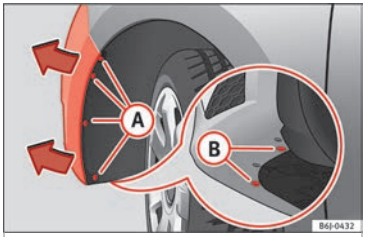

Fig. 191 Fog light: access to the connector and to the light bulb holder.
– Remove the 4 bolts (A) ››› **Fig. 191** from the inside of the wheel housing and the 2 bottom bolts (B) ››› **Fig. 191** from the bumper with a screwdriver.